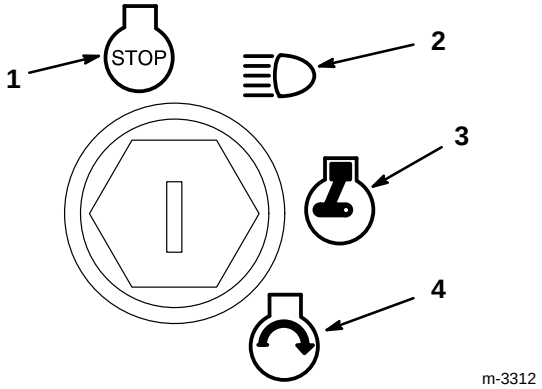

Figure 14
6. Tourner la clé de contact dans le sens des aiguilles d'une montre jusqu'en position de démarrage ("START", Fig. 14), la maintenir jusqu'à ce que le moteur démarre, puis la lâcher.
3. Tourner la clé de contact sur "ARRET" (Fig. 14).